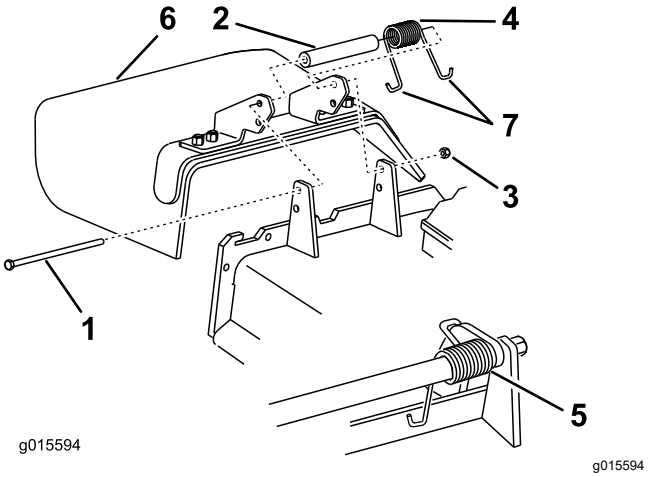

Bild 87
1. Entfernen Sie die Sicherungsmutter, Schraube, Feder und das Distanzstück, mit denen das Ablenkblech an den Schwenkhalterungen befestigt ist (Bild 87).
2. Entfernen Sie defekte oder abgenutzte Ablenkbleche (Bild 87).
Hinweis: Achten Sie darauf, dass ein **J**-förmiges Federende hinter der Mähwerkkante befestigt ist, bevor Sie die Schraube einsetzen, wie in Bild 87 abgebildet.
6. Führen Sie das **J**-förmige Hakenende der Feder um das Ablenkblech (Bild 87).